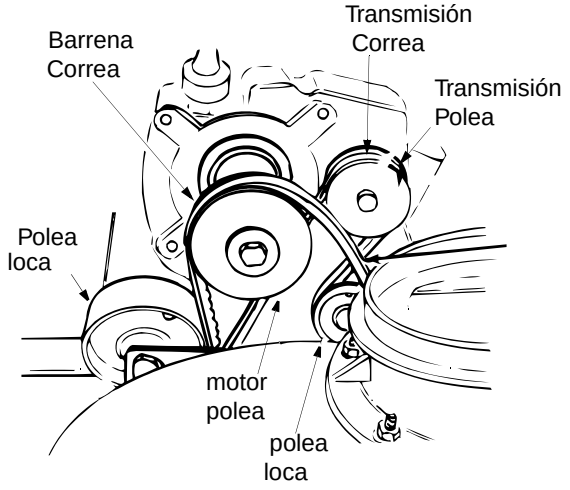

Figura 13
4. Saque la correa de la barrena de la polea del motor. Ver Figura 13.
7. Eleve la correa de la barrena desde la polea de la barrena y deslice la banda entre la ménsula de soporte y la polea de la barrena. Ver Figura 13.
2. Tire hacia arriba la polea loca y saque la correa de la polea del motor y el disco de la rueda de fricción. Ver Figura 13.